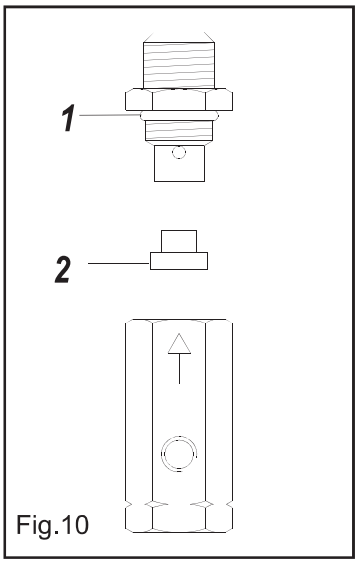

Fig.10
- d) Undichtigkeit am Rückschlagventil. Das flexible Druckrohr muß vom Rückschlagventil abgenommen werden. Bitte prüfen Sie, ob aus dem Lufttank durch das Ventil entweicht. Wenn es passiert, den Ventilpfropfen losschrauben (Abb. 10 Nr. 1), und den Gummipfropfen (Abb. 10 Nr. 2) und seinen Sitz mit einem trockenen Tuch genau saubermachen. Ist das Ventil undicht, muß dieses anwechselt werden.